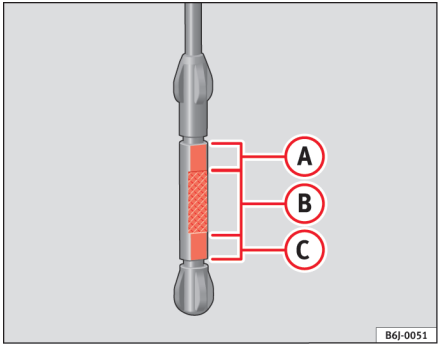

Fig. 122 Oliepind
- Træk derefter oliepinden op igen, og aflæs oliestanden ⇒ fig. 122. Fyld om nødvendigt mere motorolie på.